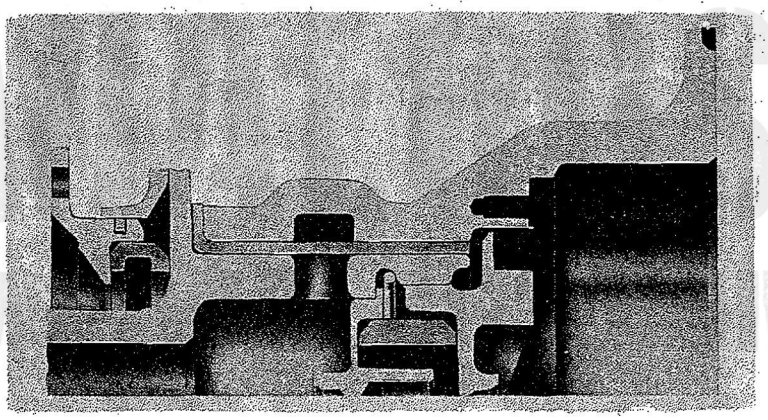

Figure 198—Starter Coupling Location—Extreme Forward Position
b. Using a micrometer depth gage or gage (Tool No. 800258) placed on the starter mounting pad measure the distance to the outer edge of the starter coupling jaws with the accessory drive and starter shaft and the starter dog both in the extreme forward position. Refer to Figure 198. Insure that this dimension measures 1.714 to 1.719 in. If this measurement is less than that specified, machine the required amount from the end of the spacer. It is essential that the 45° x .12 in. chamfer at each end of the spacer be maintained to avoid interference between the spacer and starter coupling, or between the spacer and oil retainer plug. Ensure that the end surfaces of the spacer are kept square and parallel within .002 in.